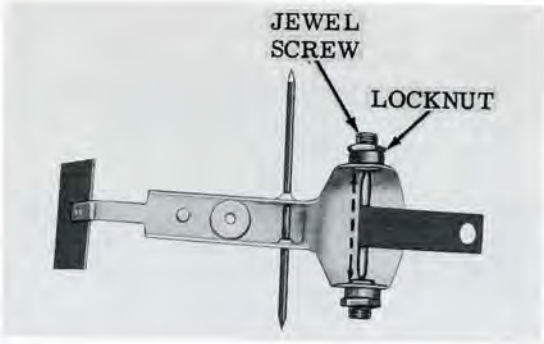
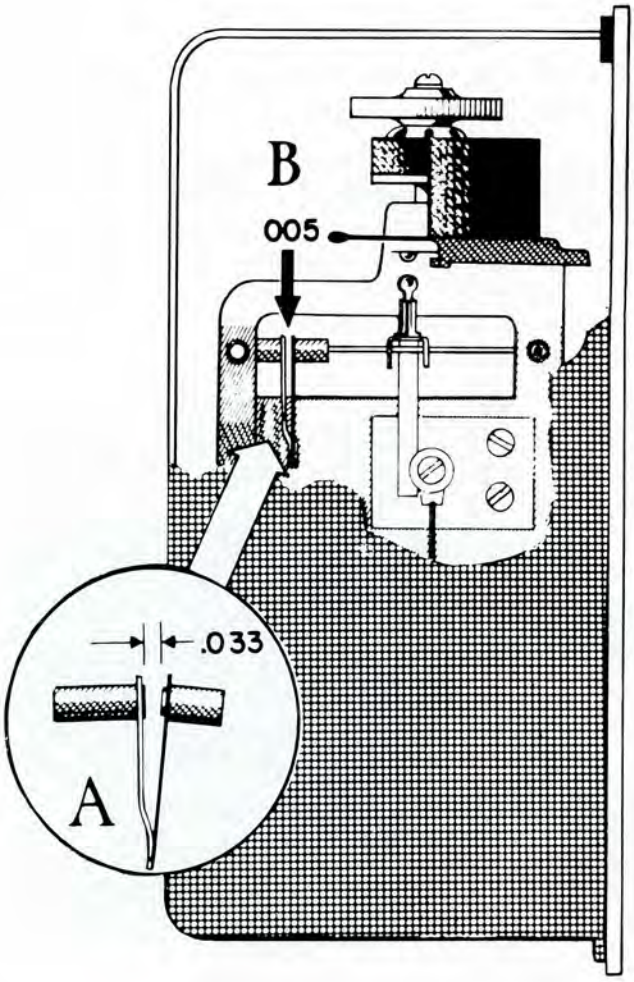

Figure 6-16. Contact Beam Assembly
Figure 6-17. Front Pivot-Bearing Adjustment
d. SLUGGISH OPERATION. - If the relay becomes sluggish in operation, examine the pivots for binding of the coupling-spring jewels and main contact beam jewels. This condition can be checked quite readily if the applied voltage is reasonably steady. Connect a multimeter to the regulator output; set PLATE VOLTAGE CONTROL switch (52, figure 3-1) in the AUTO position; then joggle the regulator with the RAISE lever until the regulator relay picks up the operation and returns the regulator to its original position. Observe very carefully the voltage of the multimeter at which the regulator relay picks up the operation each time. Repeat, using the LOWER lever. The observed values should be consistently within ±0.1 percent and, if successive trials exceed the total (0.2 percent), friction is probably present. The binding may be due to incorrect pressure on the beam pivots. First check the gap setting of the front pivot-bearing assembly with a feeler gage. The clearance, as shown by B, figure 6-17, should be 0.005 to 0.007 inch. Further checks will require removal of the contact beam assembly (13, figure 4-7) as follows:
(1) Insert the safety screw into the threaded holes in the solenoid core (24) and solenoid case (25), making sure that the screw threads engage in the solenoid core without disturbing the alignment of the front pivot bearing (16), and that the beam lies horizontal, between the two stationary contacts (11). De-energize the control panel by opening the control-power switch.
(2) Unhook the compensating spring (31).
(3) Disconnect the beam shunt connector (17) where it is clamped to the terminal.
(4) Remove the coupling spring clamping screw (30) in the top of the core stem.
(5) Loosen the front pivot bearing setscrew (15) and push the front pivot bearing (16) to the front of the casing as far as it will go. Do not disturb the rear pivot bearing (14). (Wrench for this setscrew is in the clip on the back of the relay base.)
(6) Disengage the beam pivot shaft from the front pivot bearing (16) and remove the beam (13).
The coupling-spring pivot bearings float on springs in the jewel screw assembly (26). To check the tension on these bearings, loosen the locknut (28) without turning the jewel screw assembly. Then turn only one jewel screw until the pivot shaft can just be moved axially without compressing either jewel spring. (See figure 6-16.) The jewel screw should require turning about three-quarters of a turn counterclockwise, when looking at the slotted screw, to allow axial freedom.
(1) Check the pivot points for damage as explained above for the coupling-spring pivots.
(2) Check the front pivot-bearing assembly in accordance with A, figure 6-17, and then assemble in the bracket with the beam in accordance with B, figure 6-17, using a feeler gage to check for proper clearance (tolerance 0.005 to 0.007 inch).
f. ASSEMBLY OF CONTACT BEAM (figure 6-16). - Follow the reverse order of procedure outlined in paragraph 6-9a. Check the position of the front pivot bearing and its support before and after assembly to insure alignment and proper end thrust. [Broken line (figure 6-16) shows the pivot shaft axial movement to be checked when adjusting the tension on the pivot bearing.]